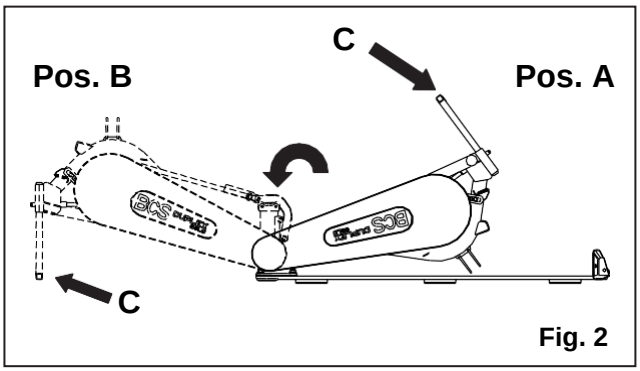

Fig. 2
- placera maskinen i position A (Fig. 2), och montera stödbenet **C**, tappen och låssprinten;
- vrid ramenheten till position **B** (Fig. 2) så att stödbenet **C** vilar mot marken;
**8.** Under transport ska du se till att slåtterbalken är säkert fastsatt i fästet **A** och att säkerhetsskyddet **B** är säkert fastsatt (bild 2 sidan 5).
Beroende på traktorns spårvidd ska antingen intåtvända eller utåtvända bultar användas så att **innerskon A alltid glider bakom traktorhjulet** (bild 2 sidan 7).